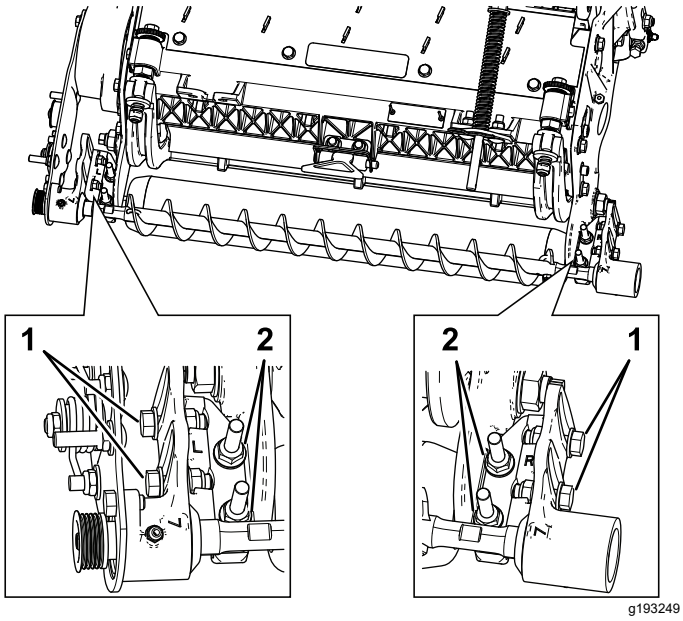

Figure 13
A. Loosen the 2 flange locknuts securing the roller-brush mounting bracket to the cutting-unit side plate (Figure 13).
B. Rotate the roller-brush bearing housing until the brush plate is parallel to the cutting-unit side plate (Figure 13).
C. Tighten the 2 flange locknuts securing the roller-brush mounting bracket to the cutting-unit side plate (Figure 13).
1. Loosen the 2 bolts securing each roller-brush bearing housing to the roller-brush mounting bracket (Figure 13).